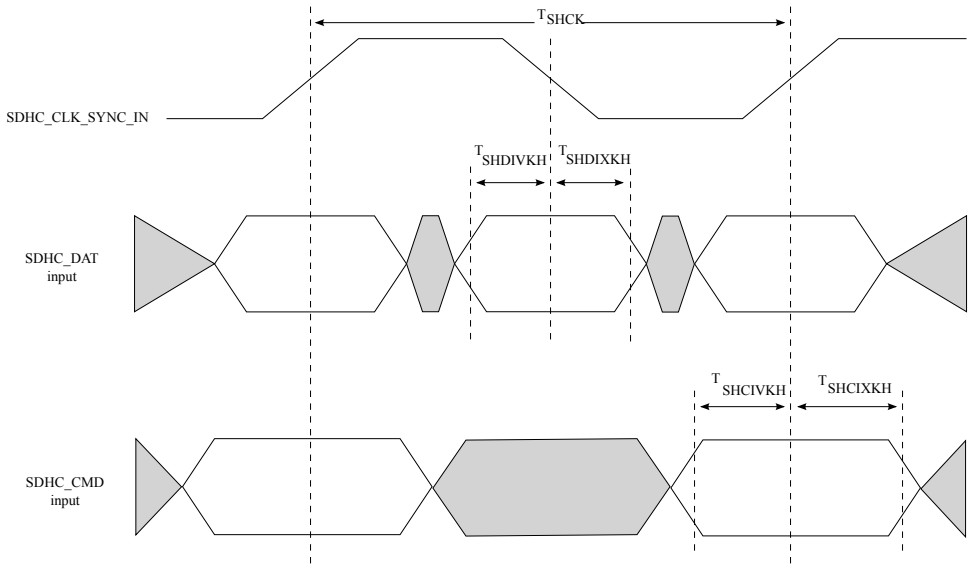

Figure 22. eSDHC DDR50/DDR mode input AC timing diagram
3. The symbols used for timing specifications herein follow the pattern of $t_{\text{(first two letters of functional block)(signal)(state) (reference)(state)}}$ for inputs and $t_{\text{(first two letters of functional block)(reference)(state)(signal)(state)}}$ for outputs. For example, t_{SHKHOX} symbolizes eSDHC highspeed mode device timing (SH) clock reference (K) going to the high (H) state, with respect to the output (O) reaching the invalid state (X) or output hold time. Note that in general, the clock reference symbol is based on five letters representing the clock of a particular functional. For rise and fall times, the latter convention is used with the appropriate letter: R (rise) or F (fall).
4. See Figure 22.
2. The symbols used for timing specifications herein follow the pattern of $t_{\text{(first two letters of functional block)(signal)(state) (reference)(state)}}$ for inputs and $t_{\text{(first two letters of functional block)(reference)(state)(signal)(state)}}$ for outputs. For example, t_{SHKHOX} symbolizes eSDHC highspeed mode device timing (SH) clock reference (K) going to the high (H) state, with respect to the output (O) reaching the invalid state (X) or output hold time. Note that in general, the clock reference symbol is based on five letters representing the clock of a particular functional. For rise and fall times, the latter convention is used with the appropriate letter: R (rise) or F (fall).
3. See Figure 22.